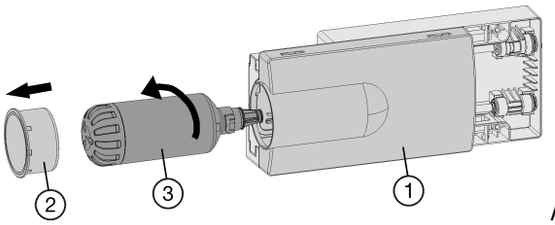

*Fig. 49*
- ▶ Si nécessaire, retirer le tiroir *Fig. 49 (1)*.
- ▶ Enlever le couvercle du filtre *Fig. 49 (2)*.
- ▶ Tourner le filtre à eau *Fig. 49 (3)* d'env. 100 ° vers la gauche puis le retirer.